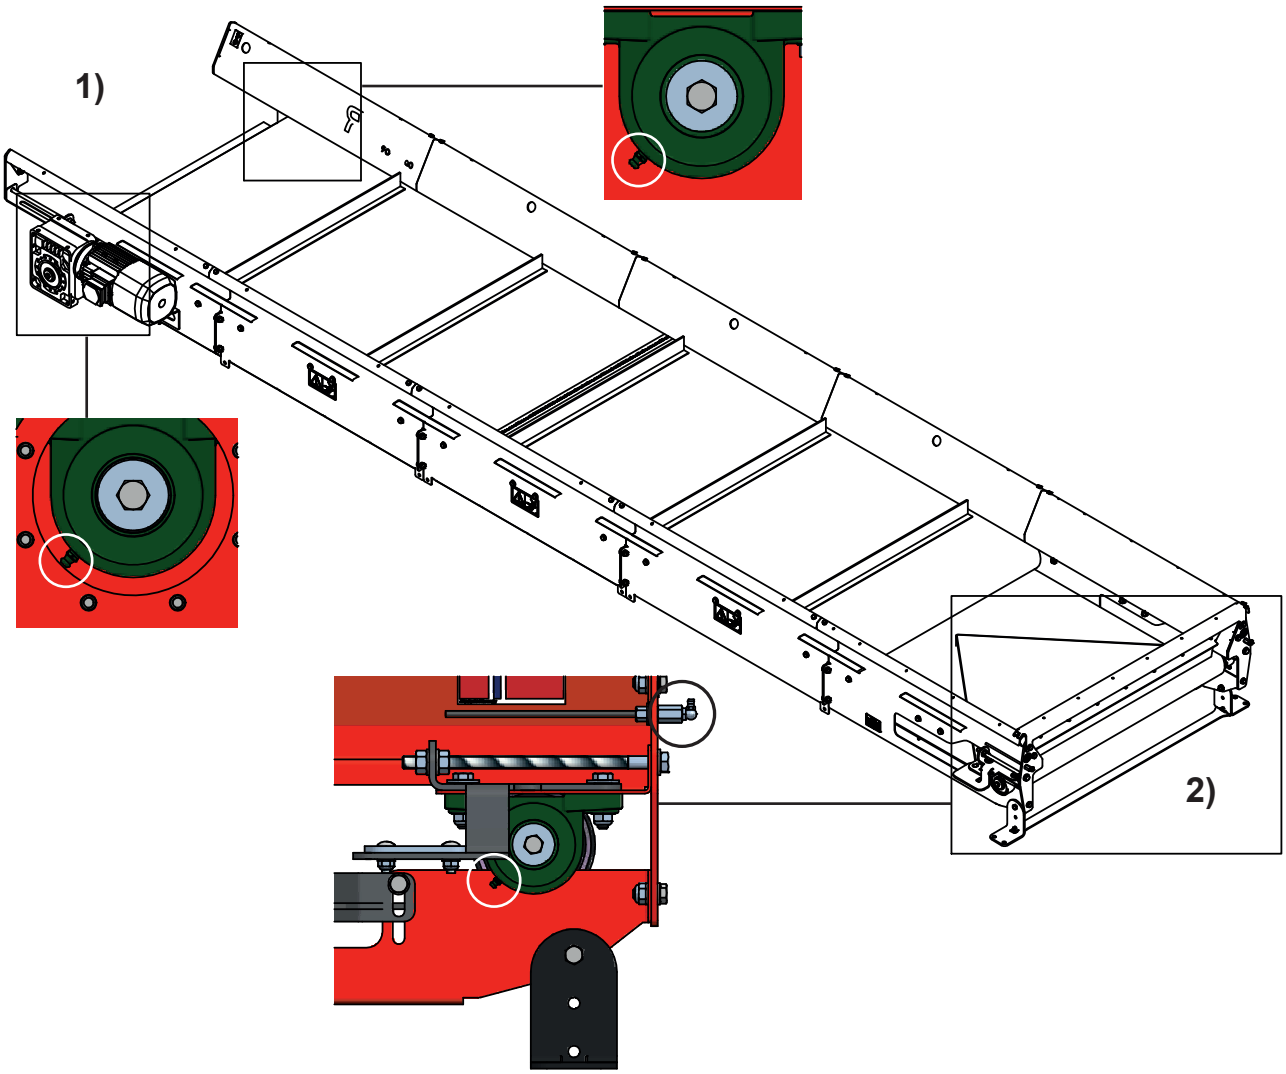

**Fig. 8**
**Graissez la machine aux endroits indiqués à la fig. 8 dans le chapitre 3 sur lamaintenance**